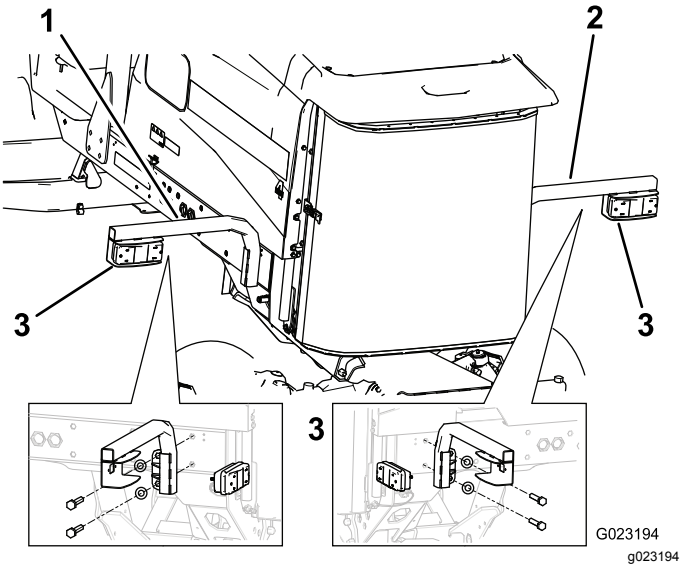

Bild 19
2. Befestigen Sie die linke Lampenhalterung mit zwei Schrauben (5/8" x 3"), zwei Flachscheiben und zwei Klemmmuttern (5/8") an der Halterung und am Rahmen, wie in Bild 19 abgebildet.
3. Befestigen Sie die Rückleuchte mit den Schrauben und Muttern, die der Leuchte beiliegen, an der Lampenhalterung (Bild 19).
5. Befestigen Sie die rechte Lampenhalterung mit zwei Schrauben (5/8" x 3") und zwei Flachscheiben am Rahmen (Bild 19).